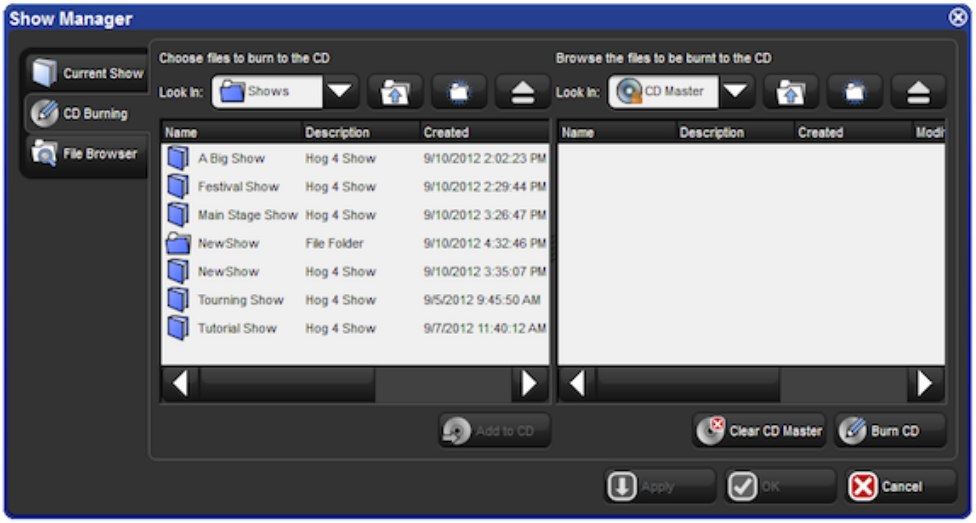

Figure 2.17. The CD Burning pane of the Show Manager window
1. Setup → Shows → CD Burning : see *Figure 2.17, “The CD Burning pane of the Show Manager window”*.